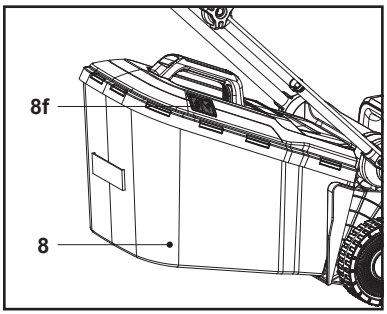

Fig. 11
2. Quando a escotilha (8f) está fechada, o recipiente de recolha de relva (8) está cheio e tem de ser esvaziado (Fig. 11).